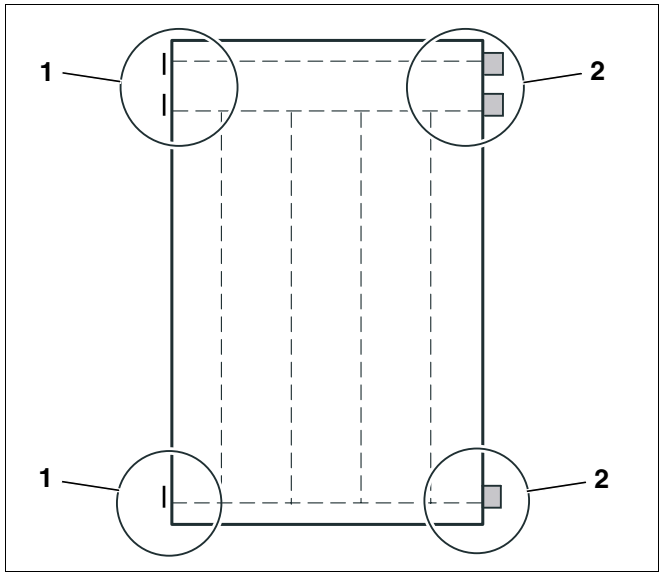

Afb. 4 Transportbescherming voor collectoraansluitingen
– De aansluitingen aan de linker collectorzijde (afb. 4, **pos. 1**) worden beschermd door een plaat die er tegenaan geschroefd werd. Die bescherming mag u pas verwijderen wanneer u de hydraulische aansluiting uitvoert.
– De aansluitingen van de rechter collectorzijde (afb. 4, **pos. 2**) zijn voorzien van een kunststof kapje. Verwijder dit kapje, vooraleer u de collectoren monteert.